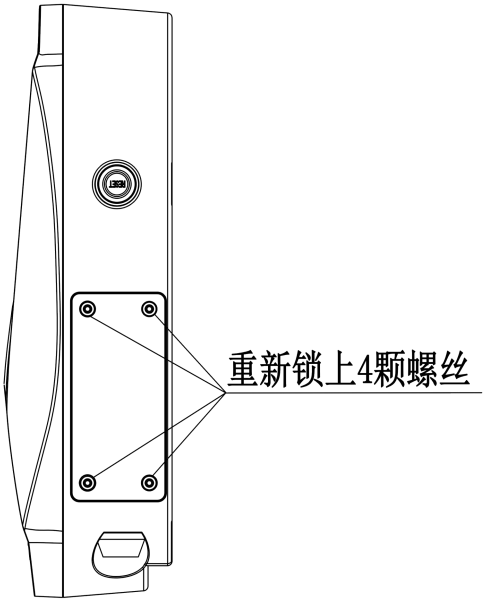

图 10
10、设备接线完毕后将拆下的盖板恢复，重新锁上四颗螺丝，如图 10。